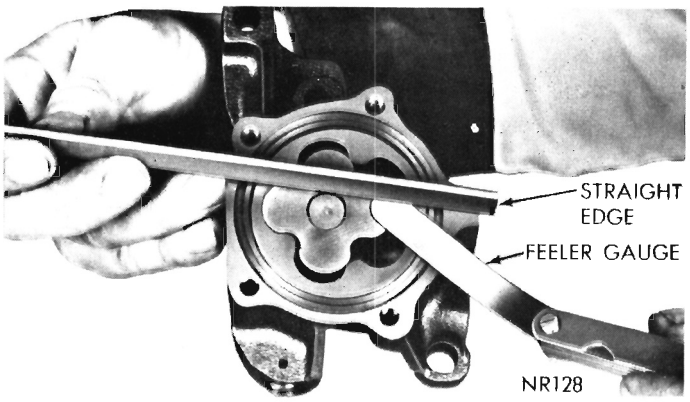
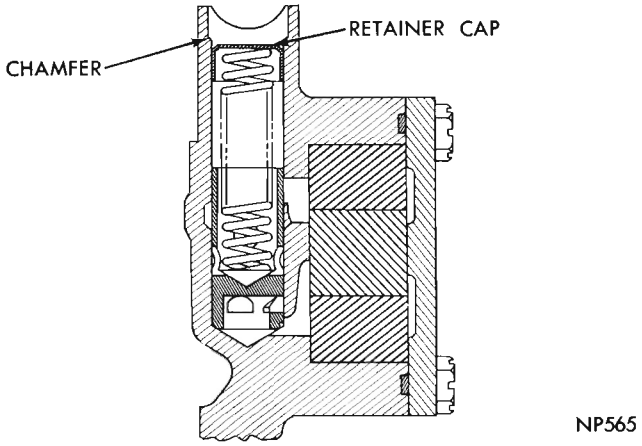

Fig. 58—Measuring Clearance Over Rotors
Fig. 59—Proper Retainer Cap Installation
(8) Place a straightedge across the face (between the bolt holes). If a feeler gauge of more than .004 inch can be inserted between rotors and straightedge, replace pump body (Fig. 58).
(9) Inspect oil pump relief valve plunger for scoring and for free operation in its bore. Small scores may be removed with 400 grit wet or dry paper.
(10) The relief valve spring has a free length of 2-1/32 to 2-3/64 inch and should test 16.2 to 17.2 lbs. when compressed to 1-11/32 inch. Discard springs that fails to meet specifications.
(11) Install the relief valve, spring a new retainer cap. (Spring seats inside retainer cap). Press retainer in housing so that top of retainer cap is within the relief valve bore diameter as shown in figure 59. Install cotter pin.
(5) The relief valve spring has a free length of 2-1/32 to 2-3/64 inch and should test 16.2 to 17.2 lbs. when compressed to 1-11/32 inch. Discard spring that fails to meet specifications.
(6) Install the relief valve, spring a new retainer cap. (Spring seats inside retainer cap). Press retainer in housing so that top of retainer cap is within the relief valve bore diameter as shown in Figure 59. Install cotter pin.